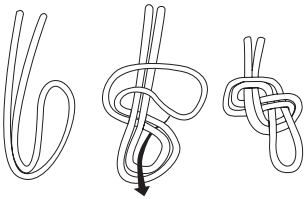

图 4
2. 第一个人到达地面并与设备断开连接后 第二个人便可以使用尾部的安全钩（或者如果根据绳子长度和下降高度 绳子长度不适合该场地 如图 4 那样打一个 8 字结）钩到拖绳（拖绳随后变为救援绳）。